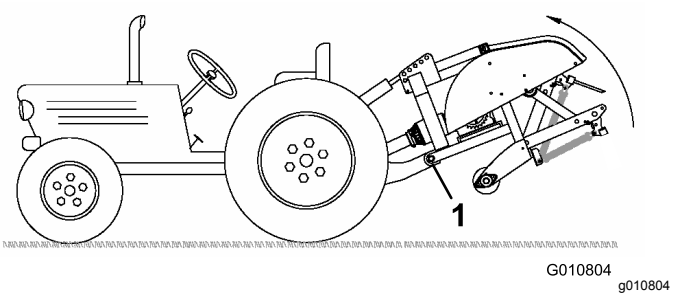

**Figur 26**
**Obs:** För att undvika onödiga lyft ansluter du lyftarmarna på traktorn till de övre hålen på lyftfästet om ett sådant finns (Figur 26). Maxvinkeln för kraftuttagsaxeln är 35°.